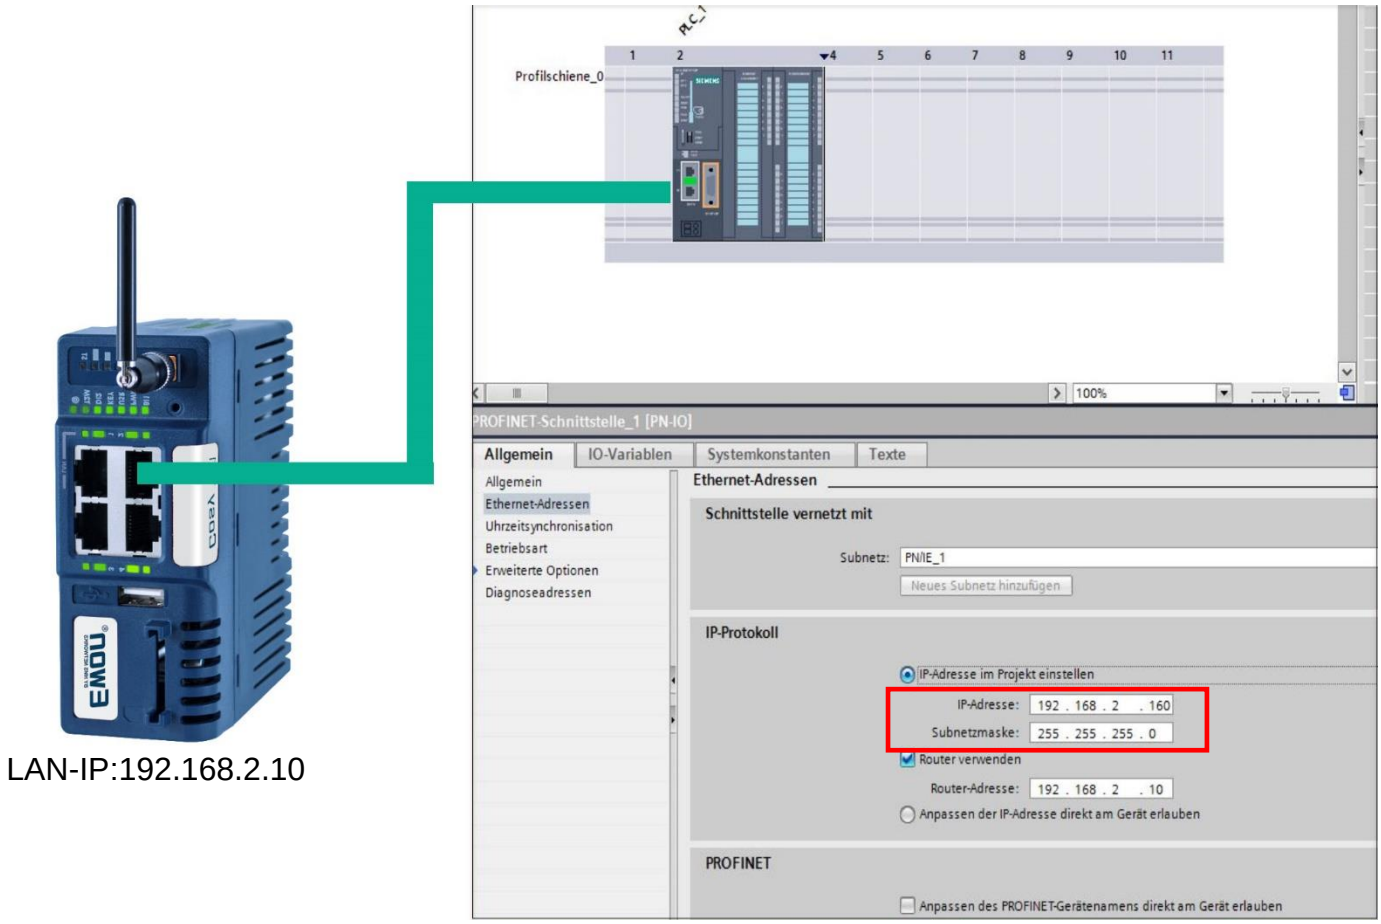

Abbildung 2: Einstellungen Hardwarekonfiguration
- Wählen Sie anschließend noch Ihre Schnittstelle/Subnetz aus (in unserem Beispiel „Abbildung 2, wurde PN/IE_1 zugeordnet).